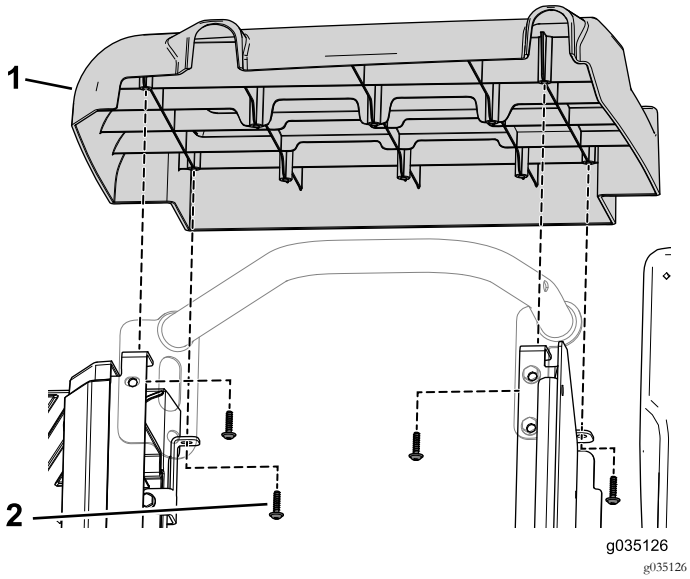

Bild 54
3. Nehmen Sie die vier Blechschrauben ab, mit denen die rechte Abdeckung an der Maschine befestigt ist (Bild 54).